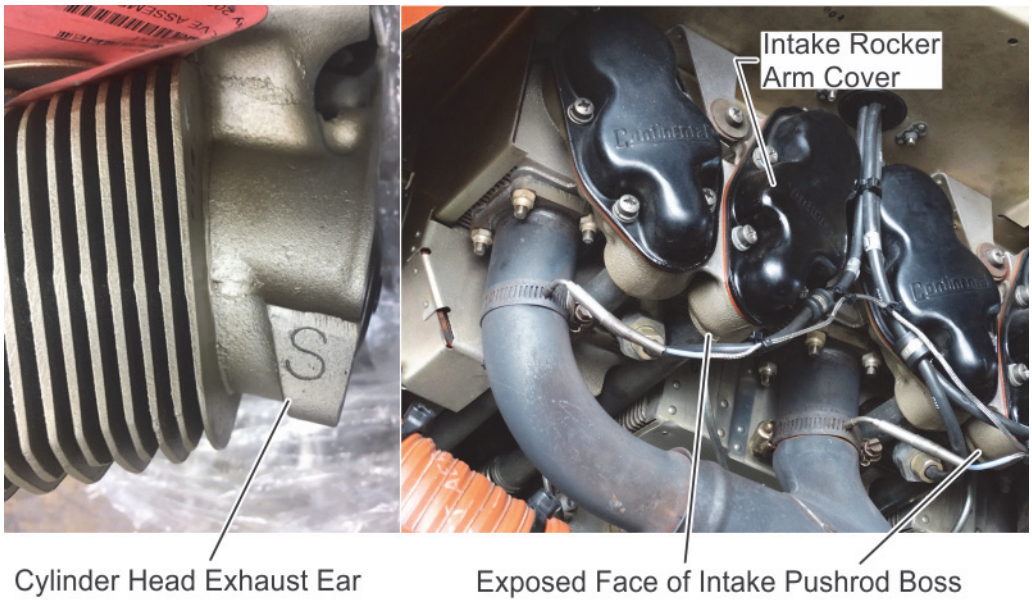

Figure 3. Cylinder Head Indicates Prior Compliance, Stamped with Letter "S"
This service document is issued to provide inspection criteria and perform corrective action on affected cylinder assemblies. Affected cylinder head castings have a distinguishing feature (see Figure 1) from unaffected. Affected new and rebuilt engines with serial number 1036883 and later were inspected and corrected at the factory to comply with this Service Document. Additionally, all cylinder heads stamped with the letter **"S"** (regardless of serial number) meet full compliance and do not require additional inspection, see Figure 3.
b. The letter "S" is metal stamped on either the cylinder head exhaust ear or on the exposed face of the intake pushrod boss, (reference Figure 3)**,** *and if*
6. Metal stamp the letter "S" (1/4" stamp) on the face of the intake pushrod boss (reference Figure 3) to indicate part compliance.